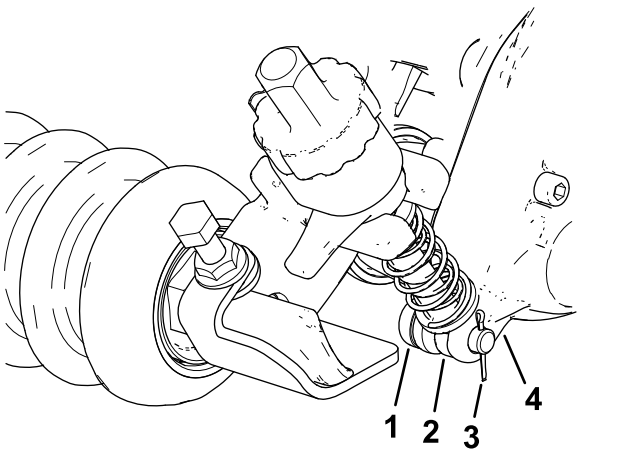

Рисунок 11
2. На левой стороне введите шток рычага регулятора на кронштейне НОС в зазор на блоке привода механической щетки и закрепите его при помощи штифта регулятора и шплинта, как показано на Рисунок 11.